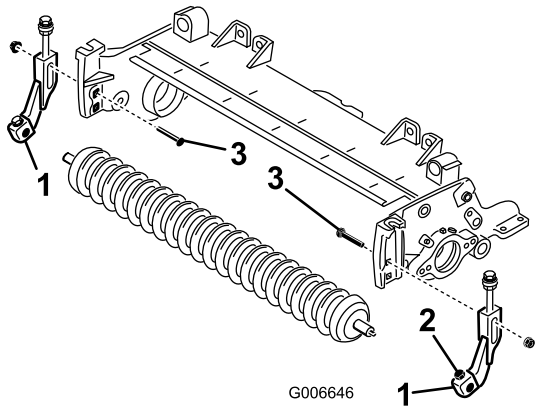

Figur 6
9. Via det øverste, firkantede hul i hver sideplade monteres klippehøjdebeslagene løst på klippeenhedens sideplader med de bræddebolte, der blev fjernet tidligere, og (2) nye 3/8tommers flangemøtrikker. Placeringen skal være som vist i figur Figur 6.
11. Centrer rullen mellem klippehøjdebeslagene, og lås den fast med maskinskruerne og låsemøtrikkerne på beslagene (Figur 6).